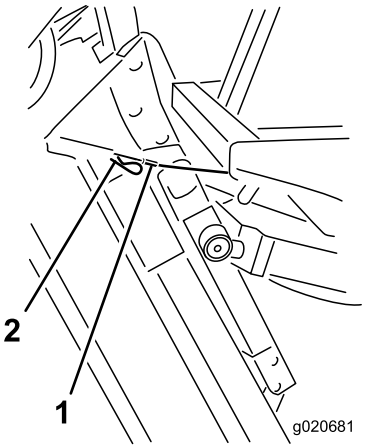

Рисунок 75
6. Удерживайте режущий блок в вертикальном положении, установите конец троса на штифт подъемного рычага режущего блока и зафиксируйте его шплинтом (Рисунок 75).